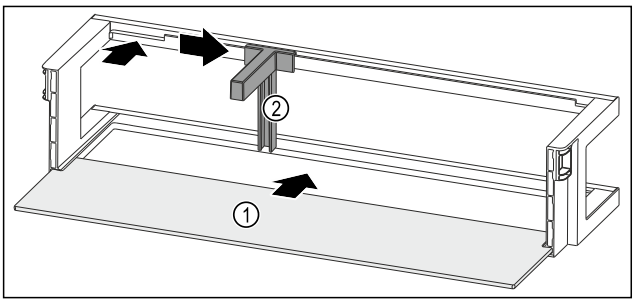

Fig. 212 Raft montat pe ușă cu raft
▶ Împingeți în interior raftul *Fig. 212 (1)* în degajările laterale.
▶ Introduceți suportul pentru sticle *Fig. 212 (2)* în degajare.
▶ Împingeți în lateral suportul pentru sticle *Fig. 212 (2)* în poziția dorită.